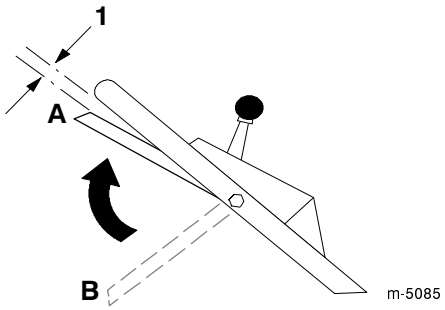

Figure 15
9. Lift the control bar up to about one inch (2.5 cm) below the handle; refer to position *A* in Figure 15.